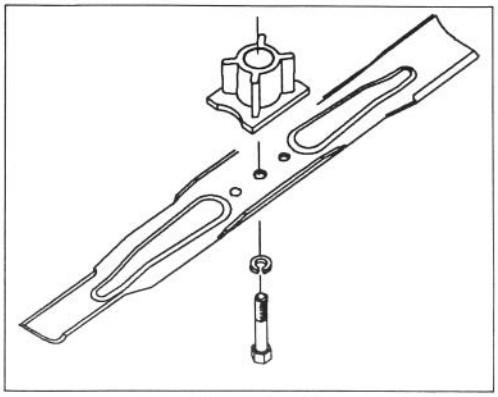

Afbeelding 23
5B. VERWIJDEREN VAN HET MES — Pak het mesuiteinde met een doek of dikke gewatteerde handschoen. Verwijder de messchroef en het mes (Afb. 23).
6. SLIJPEN VAN HET MES — Slijp de bovenkant van het mes met een vijl en behoud de oorspronkelijke snijhoek (Afb. 23). Het mes blijft in balans, wanneer van beide snijkanten eenzelfde hoeveelheid wordt weggeslepen.